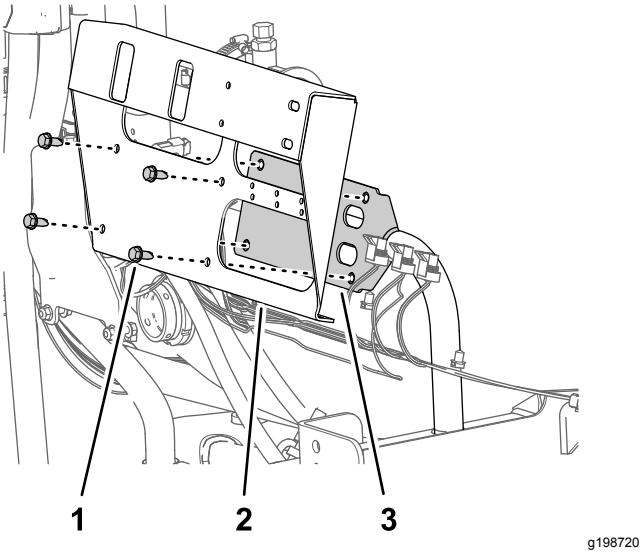

Figuur 71
3. Verwijder de 4 flenskopschroeven (5/16 x 3/4 inch) waarmee de beugel van de spuitboomklep is bevestigd van de klepbevestiging, en verwijder de klepbeugel van de machine (Figuur 71).